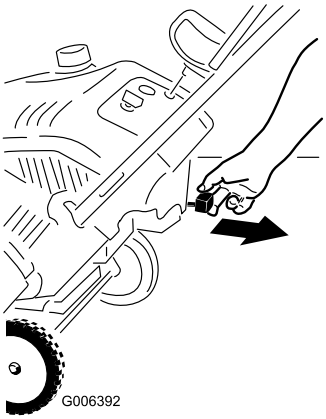

Figur 12
2. Træk chokeren ud (Figur 12).